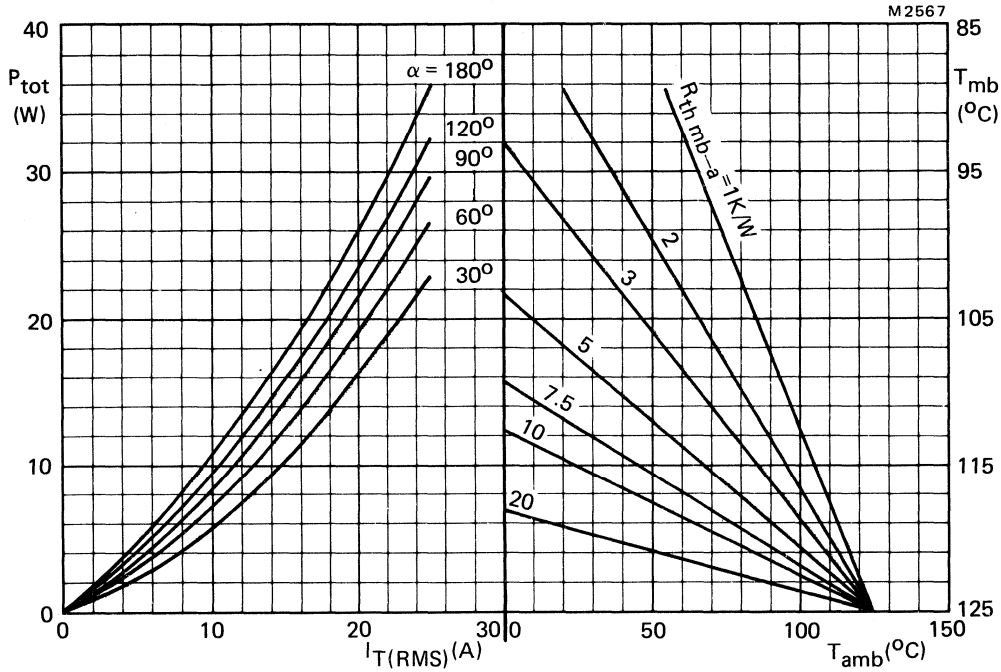

Fig.4 The right-hand part shows the interrelationship between the power (derived from the left-hand part) and the maximum permissible temperatures.
b. The method of using Fig.4 is as follows: